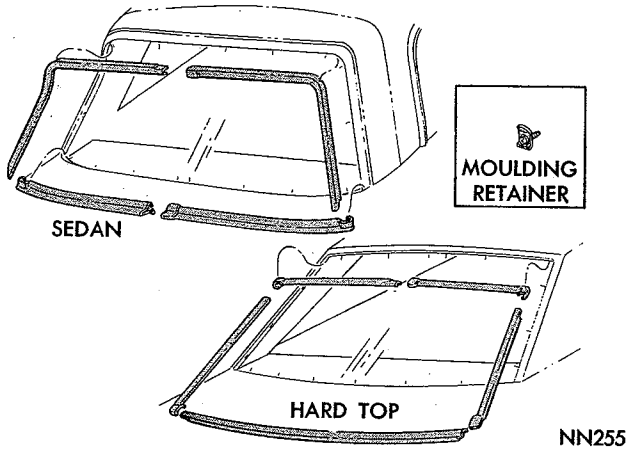

*Fig. 12—Rear Window Mouldings (Belvedere—Satellite)*
(1) Place a protective covering over deck lid, quarter panel and rear window areas. Remove rear window mouldings (Fig. 12).
(2) Using a fibre wedge, loosen weatherstrip from rear window fence, both inside and outside lips.
(3) With an assistant supporting glass on outside, from inside car, push against glass at one of the upper corners and remove glass and weatherstrip from fence.
(4) Place glass on a cloth covered bench and carefully remove weatherstrip.
(5) Remove all sealer from the glass, weatherstrip and fence.